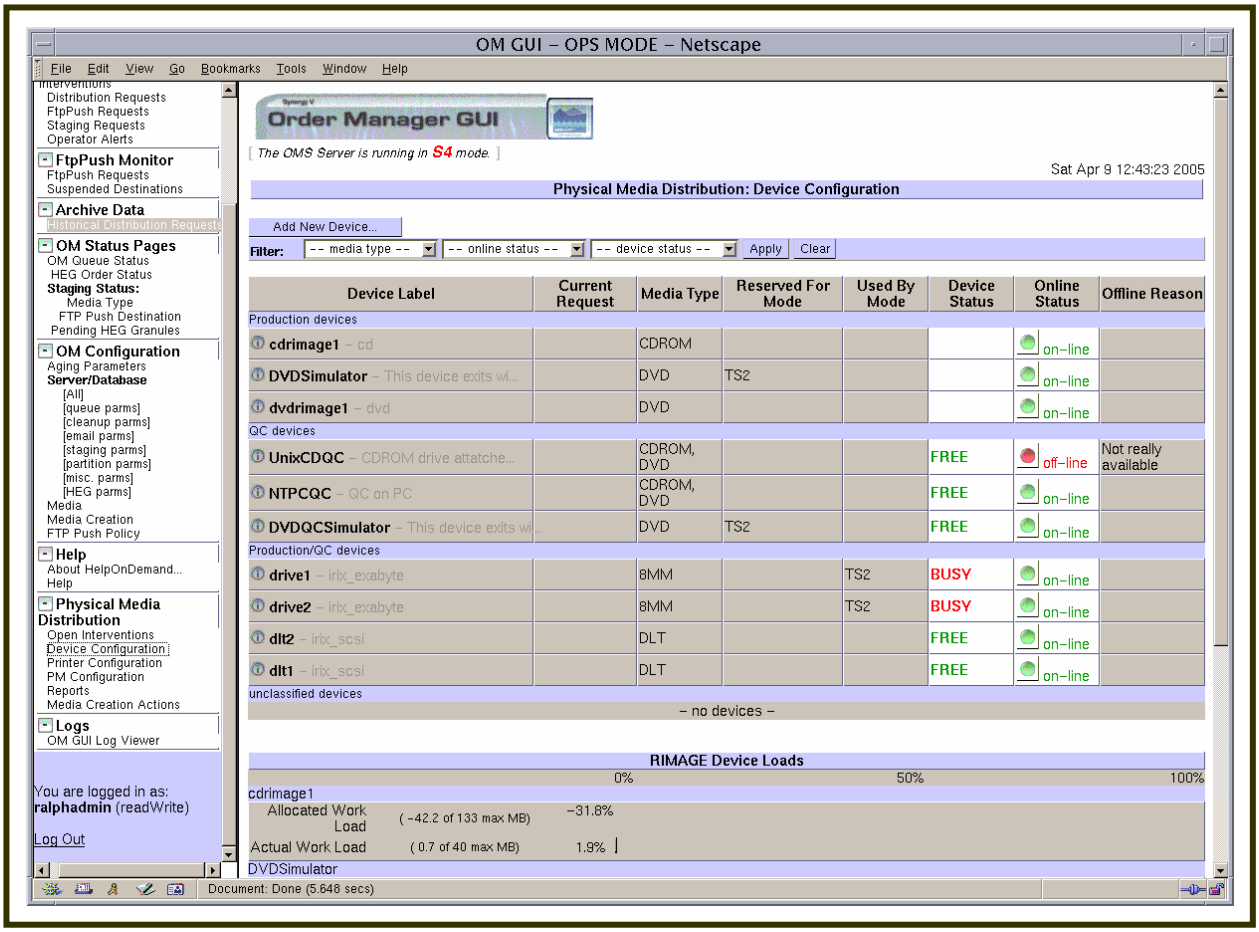

Figure 72. PMD Device Configuration Page
For Synergy V, the **OM GUI** displays the configuration of devices used in physical media creation. Additional devices can be "added." The **PMD Device Configuration** page (Figure 72) displays the following types of information on all the currently configured devices:
In addition, the **PMD Device Configuration** page (Figure 72) gives the operator a quick visual indicator of the load for each Rimage device (i.e., each drive for creating CD or DVD media). It calculates the device's current load and shows the percentage based on the maximum number of jobs that device has been configured to handle. This is based on the **Job Limit** parameter.
- The **PMD Device Configuration** page (Figure 72) is displayed.